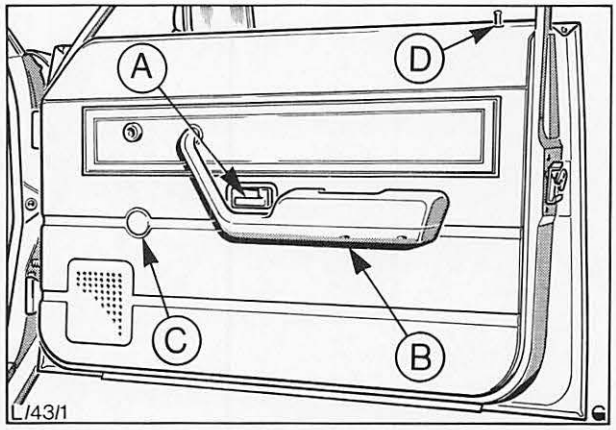

Abb. 36 Einzelteile – Türverkleidung
1. Türverkleidung gemäß Pos. 43 712 abbauen, Abb. 36.